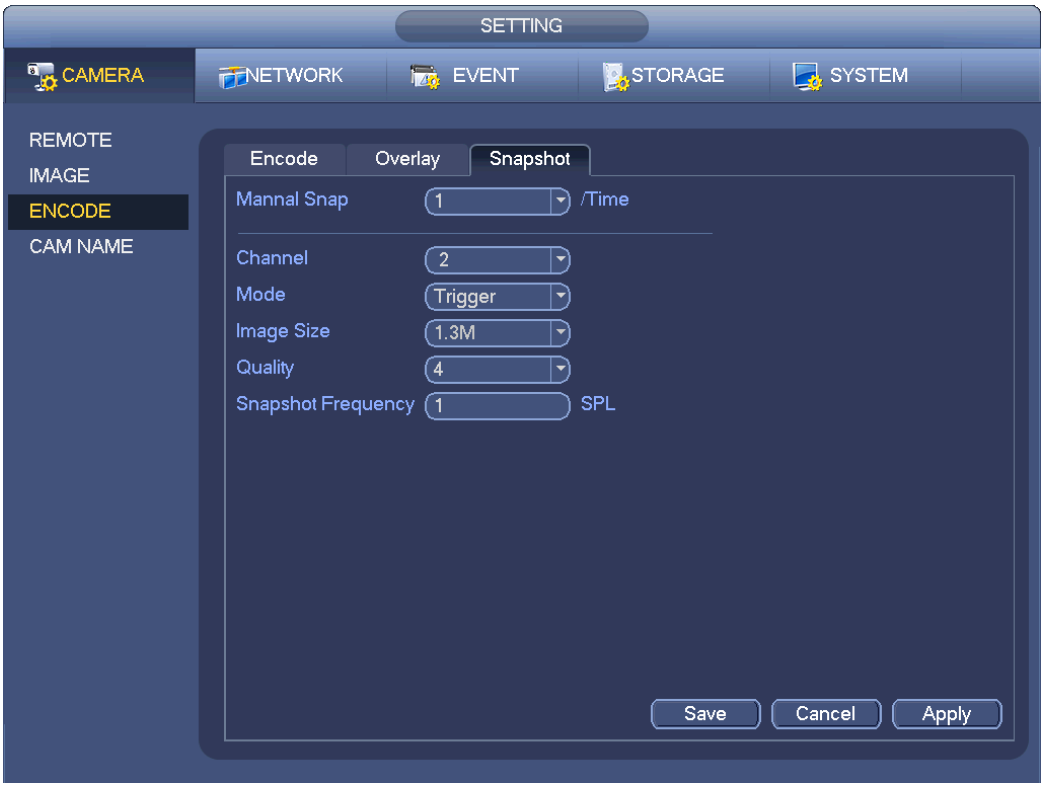

Figure 4-47
b) From Main menu->Setting->Storage->schedule, you can go to Figure 4-47 to enable snapshot function.